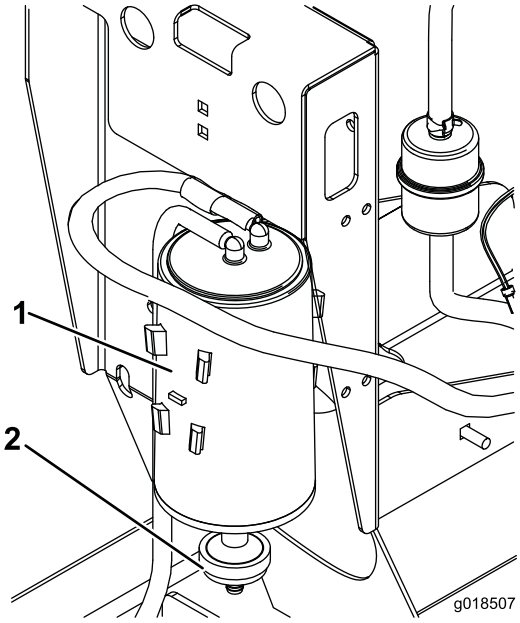

Figur 17
2. Ta bort kolkanisterns luftfilter och släng det (Figur 17).